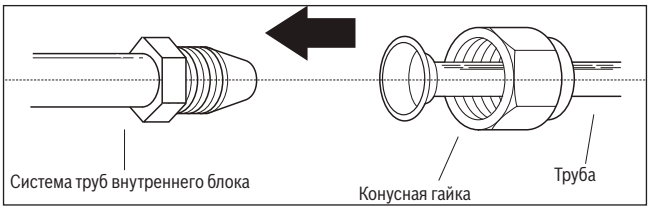

Рис. 36.
1. Отцентровать две трубы, которые необходимо подключить. См. **рис. 36**.